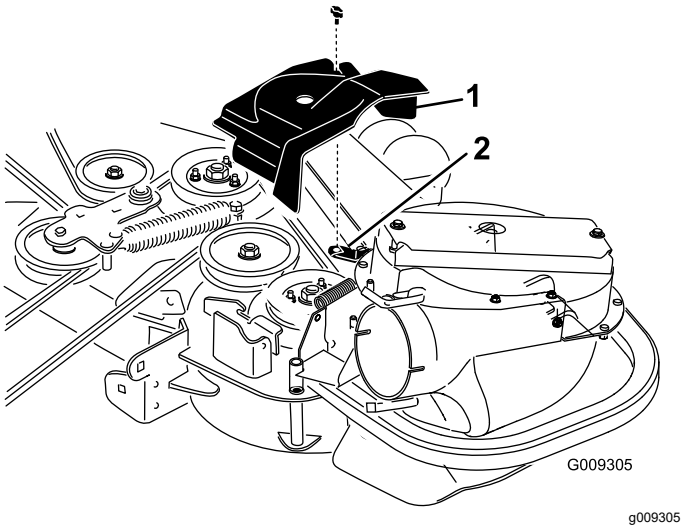
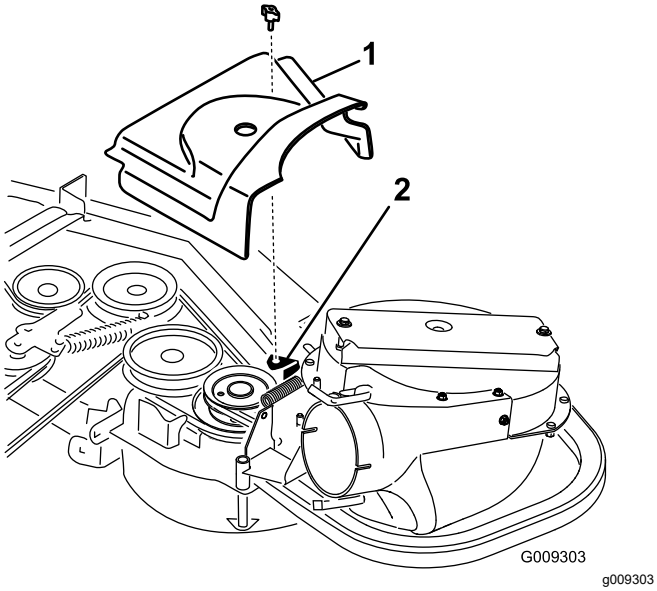

Figur 31
Figur 32
2. Monter den nye remskærm, så hakkerne på begge sider rækker ud over remskærmens støtter, og fastgør låsen (Figur 32 eller Figur 31).